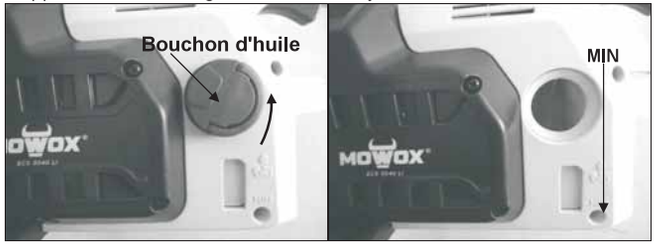

Fig.6A Fig.6B
1. Dévissez le bouchon d'huile comme indiqué par la flèche. (Fig.6A)